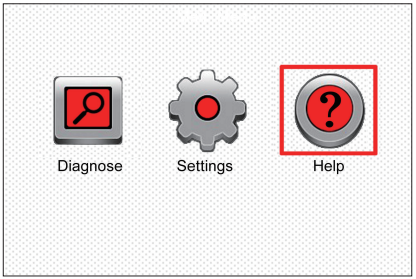

Рисунок 3
5. После входа в Главное меню, переместите выделенную строку на значок справки (см. рисунок 3) и нажмите кнопку [OK].